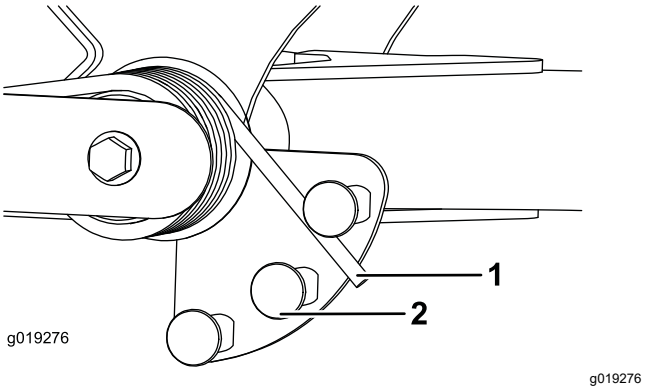

Rysunek 67
2. Nałóż na długi koniec sprężyny tuleję lub podobny przedmiot i obróć ją na siłowniku sprężyny od wymaganego położenia (Rysunek 67).